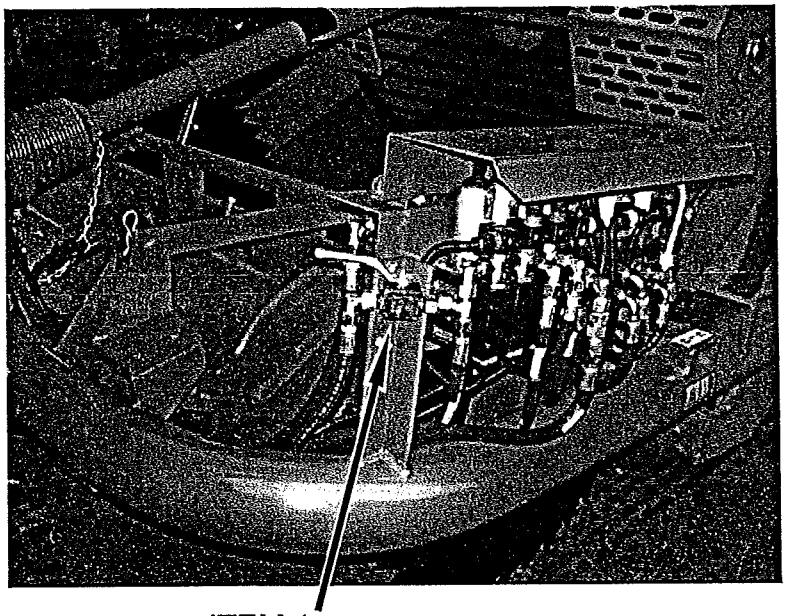

Fig 10.10
To make the drawbar system operate the Megastar must be connected to the tractor. With the tractor engine running, open the lock valve situated at the front of the hydraulic valve bank mounted on the front left hand side of the machine (Fig 10.10 item 1), and operate the share lift control.